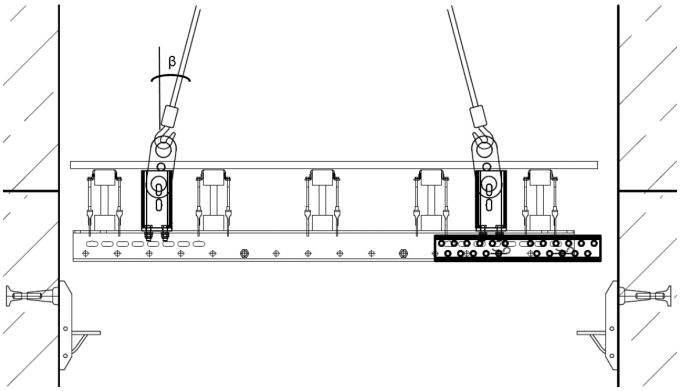

Abb. 02
1. Schachtbühne an allen vier Tragösen BR-2 2,5 t mit Vierstranggehänge am Kran anschlagen. Neigungswinkel β max. 30° (Abb. 02).